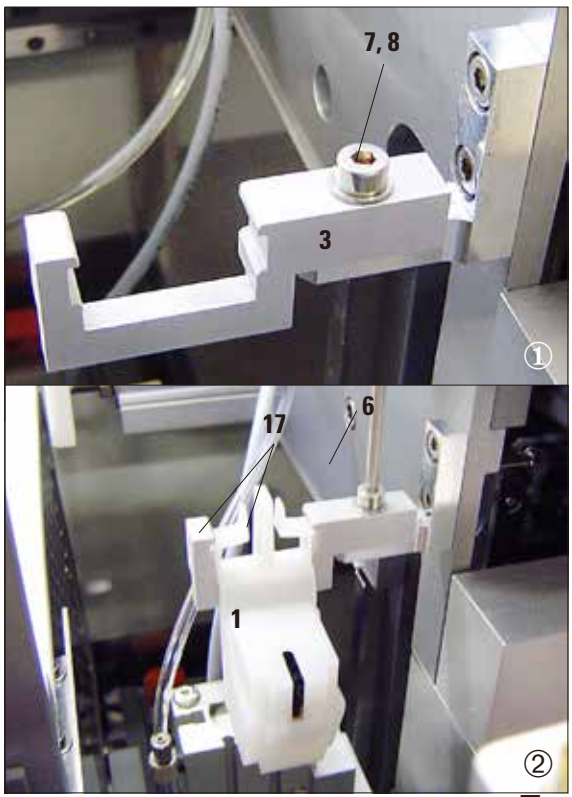
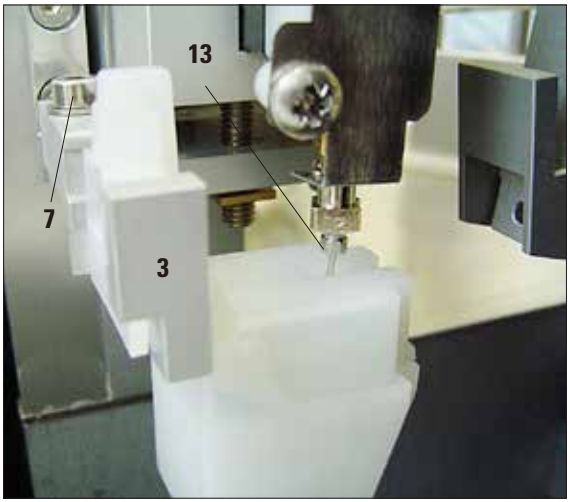

図 23
図 24
- 組み立てたディスペンサーニードルクリーナー（**1**）を、図 23/② のようにホルダーに取り付けます。その際、2 個のサイド固定クリップ（**17**）がホルダーの溝にはまってカチッと音がするように押し下げてください。
- そのためには、ネジ（**7**）をサイズ 3 の六角レンチ（**6**）で緩め（図 23/①）、ブラケット（**3**）を横方向にスライドしてディスペンサーニードルクリーナーの位置を調整、ディスペンサーニードル（**13**）が清掃用開口部の中心に正確にくるようにします（図 24）。